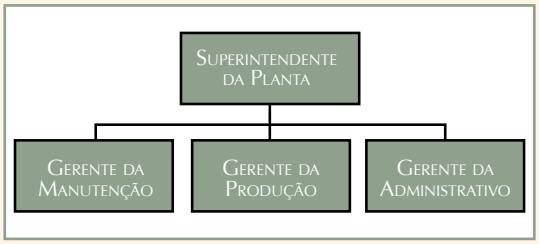

Figura 1 – Nível de gerência da manutenção.
- Em linha direta, em uma estrutura convencional (Figura 1).